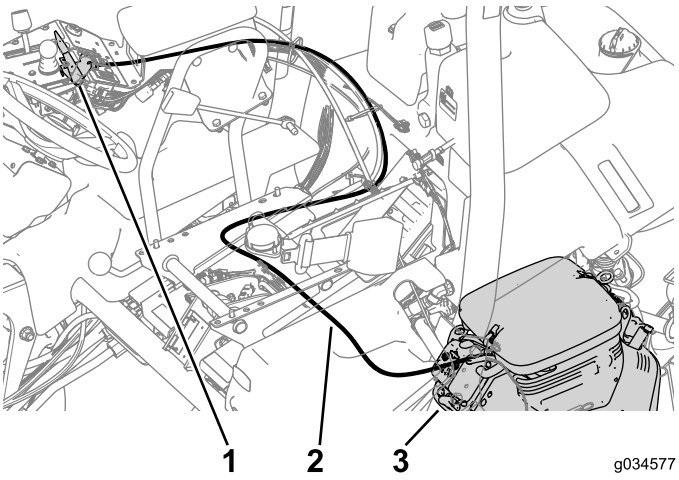

Figur 18
1. Dra den nya chokevajern enligt den ursprungliga kabeldragningen och fäst den vid maskinen med kabelband (Figur 18).
2. Anslut vajern till motorns chokereglage (Figur 18).